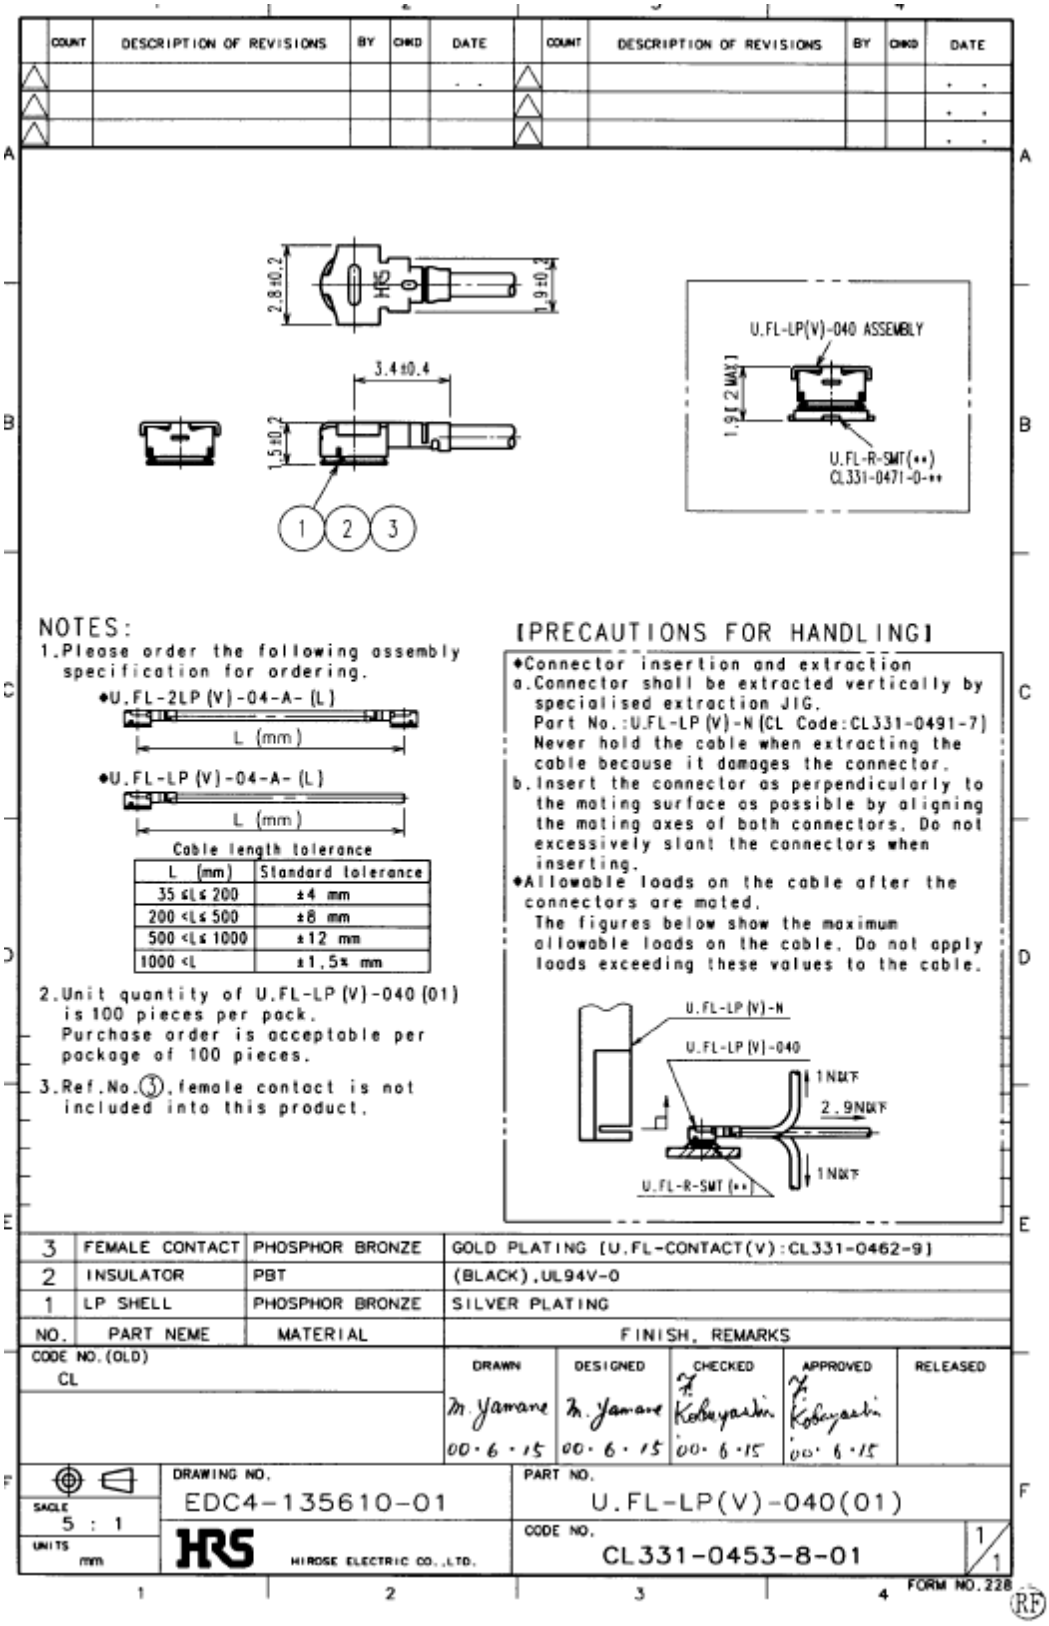

Figure 34: Specifications of U.FL-LP-(V)-040(01) plug
In addition to the connectors illustrated above, the U.FL-LP-(V)-040(01) version is offered as an extremely space saving solution. This plug is intended for use with extra fine cable (up to ∅ 0.81 mm) and minimizes the mating height to 2 mm. See Figure 34 which shows the Hirose datasheet.